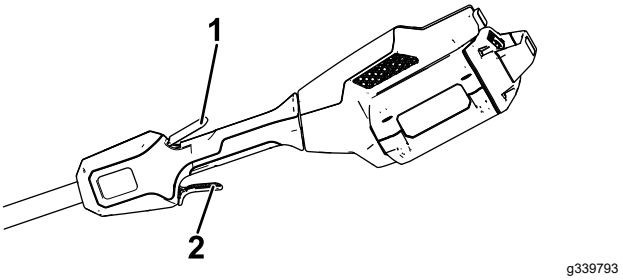

**Figure 11**
4. Pour mettre la débroussailleuse en marche, appuyez sur la gâchette de verrouillage, puis serrez la gâchette de marche (Figure 11).